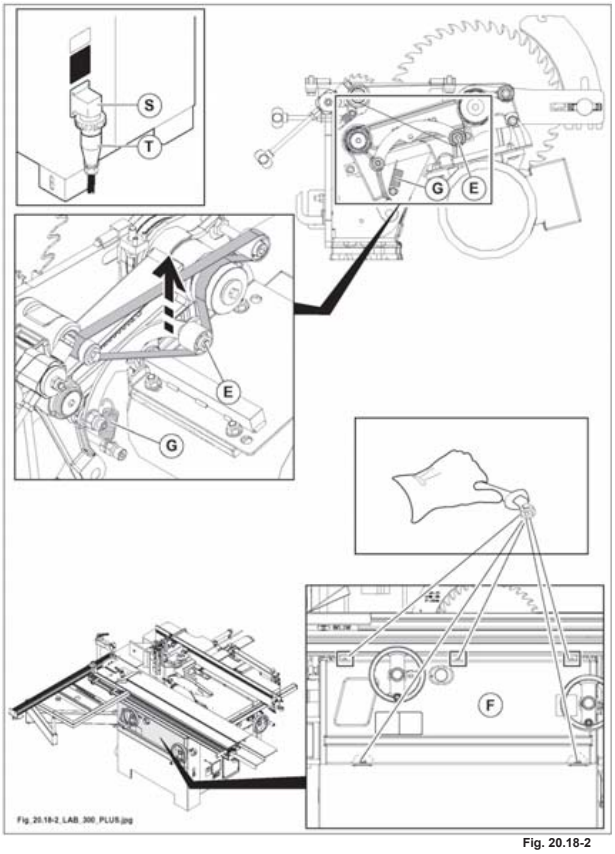

Fig. 20.18-2
- Smontare il carter frontale (F fig. 20.18-2).
- Allentare il tendicinghia (E fig. 20.18-2) ed estrarre la cinghia; montare allo stesso modo la cinghia nuova e farla girare manualmente, assicurandosi che sia posizionata al centro delle pulegge.
- Rimontare il carter frontale (F fig. 20.18-2).
il giusto tensionamento della cinghia dell'incisore è assicurato dalla molla (G fig. 20.18-2) e non necessita di alcuna registrazione.